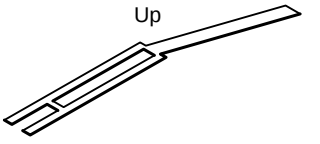

Fig. 30-1
* ***Be careful of the direction of the spring. It should be installed with its projecting end facing upward. (Fig. 30-1)***